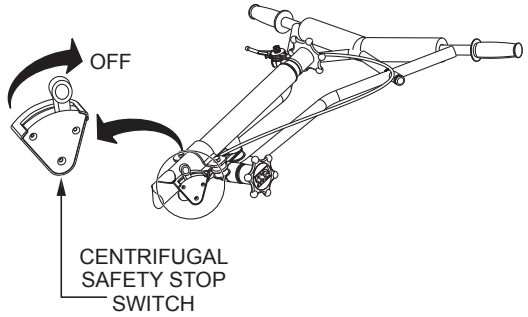

Figure 44. Centrifugal Safety Stop Switch (OFF)
2. With the engine running at idle, place the safety stop switch lever in the **OFF** position (Figure 44). Verify that the engine shuts off. If the engine continues to run, replace the centrifugal safety stop switch.